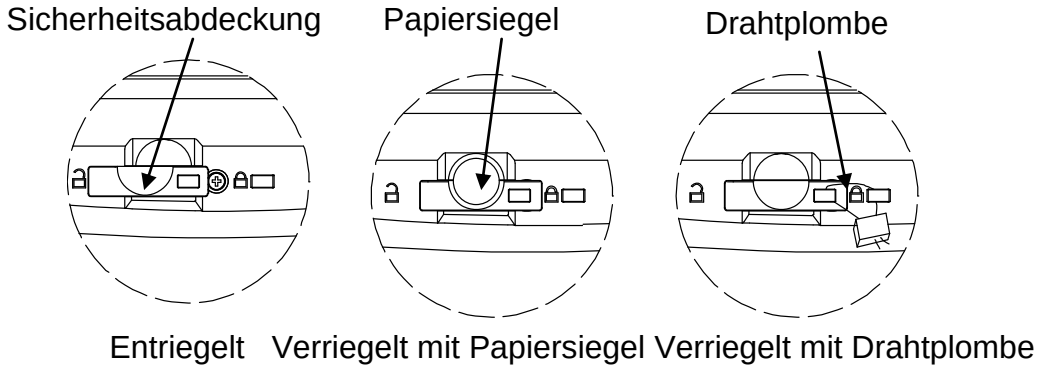

Abbildung 5-2. Versiegelung
3. Schieben Sie den Schalter in die verriegelte Position. Siehe Abbildung 5-2.